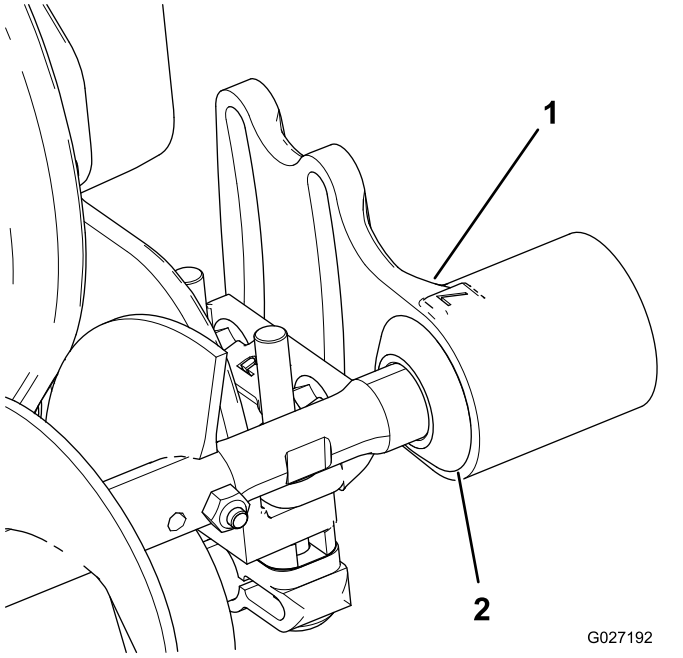

Figur 11
1. Før hver pakning utover til kantforseglingene er i lett kontakt med hvert lagerhus (Figur 11).